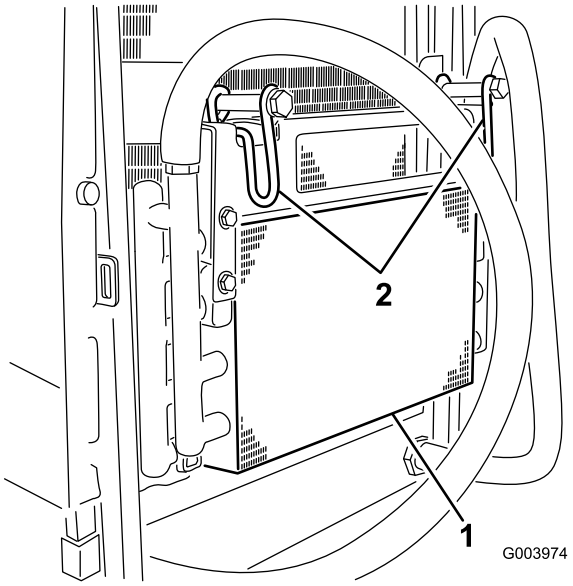

Figur 64
5. Sving låsene innover for å frigjøre oljekjøleren (Figur 64).